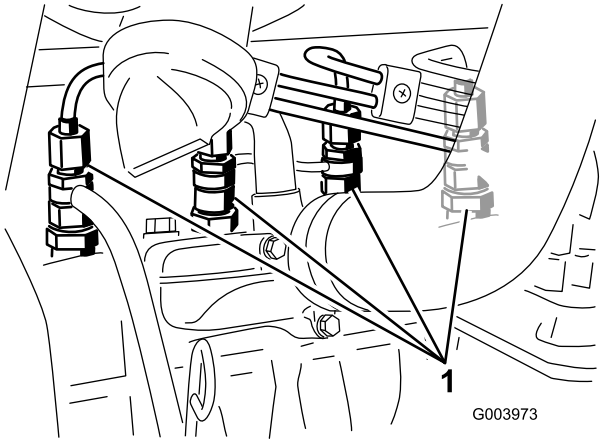

Figuur 58
1. Draai de leidingconnector naar spuitmond nr. 1 en de houder los (Figuur 58).